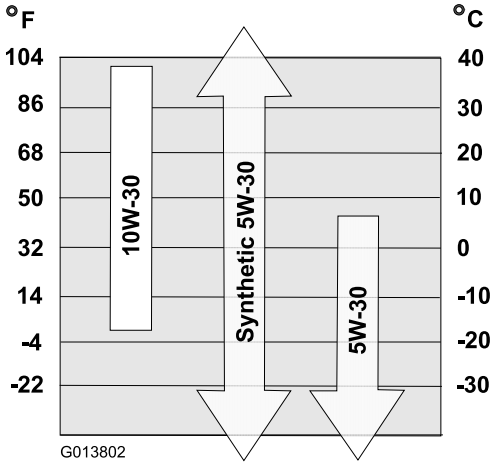

Figura20
6. Utilizaţi Figura20 de mai jos pentru a selecta cea mai bună vâscozitate a uleiului pentru domeniul de temperatură exterioară aşteptat: